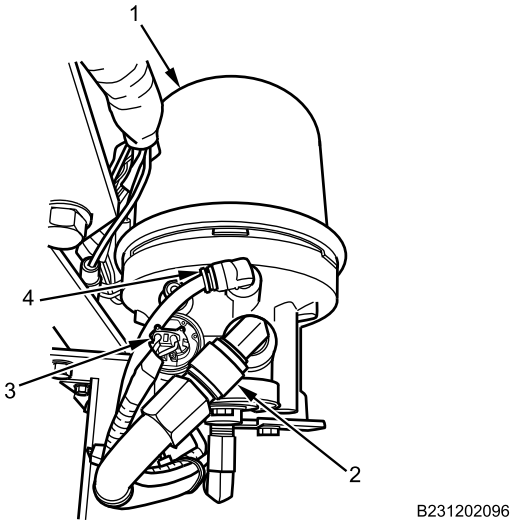

Figure 8. Air Dryer Connections.
10. Apply dielectric grease in wiring harness connector (Figure 8, Item 3).
11. Connect air dryer governor control air line connection (Figure 8, Item 4) on air dryer (Figure 8, Item 1).
12. Connect air dryer heater and thermostat assembly electrical harness connection (Figure 8, Item 3) on air dryer (Figure 8, Item 1).
13. Connect air dryer supply air line connection (Figure 8, Item 2) on air dryer (Figure 8, Item 1).